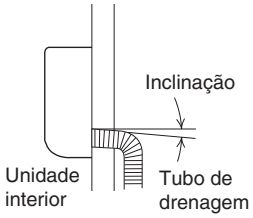

Fig. 3-35
a) O tubo de drenagem deve estar num declive para fora. (Fig. 3-35)